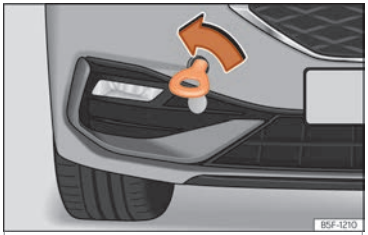

Fig. 52 Parte derecha del parachoques delantero: argolla de remolque enroscada.
- Enrosque la argolla de remolque en el alojamiento girándola al máximo **en el sentido contrario al de las agujas del reloj** ››› fig. 52 ››› ❗. Utilice un objeto adecuado con el que pueda enroscar completa y firmemente la argolla de remolque en su alojamiento.